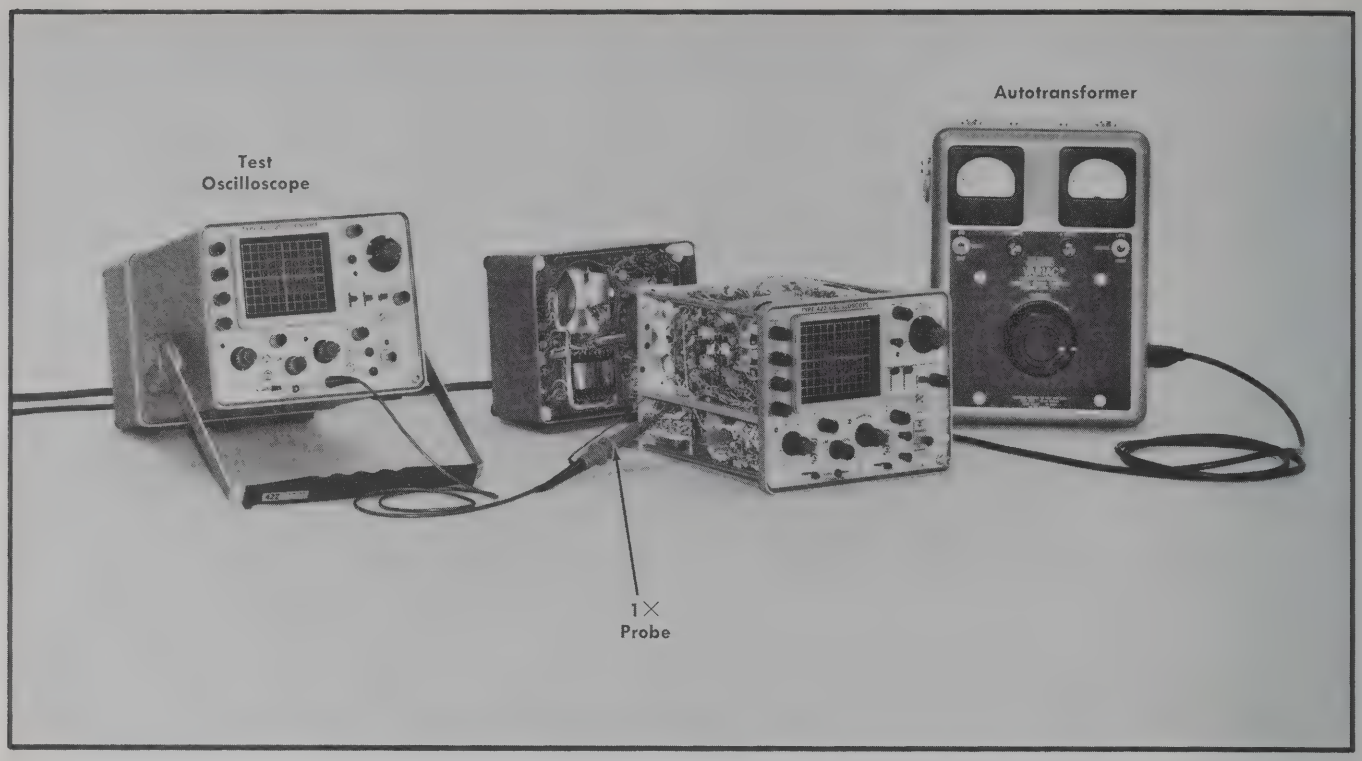

Fig. 6-6. Initial test equipment setup for steps 3—5.
a. Test equipment setup is shown in Fig. 6-6.